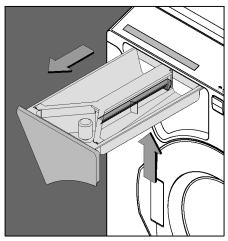

Bild 1
- Die Anlagefeder eindrücken und die Lade ganz herausziehen (Bild 1).